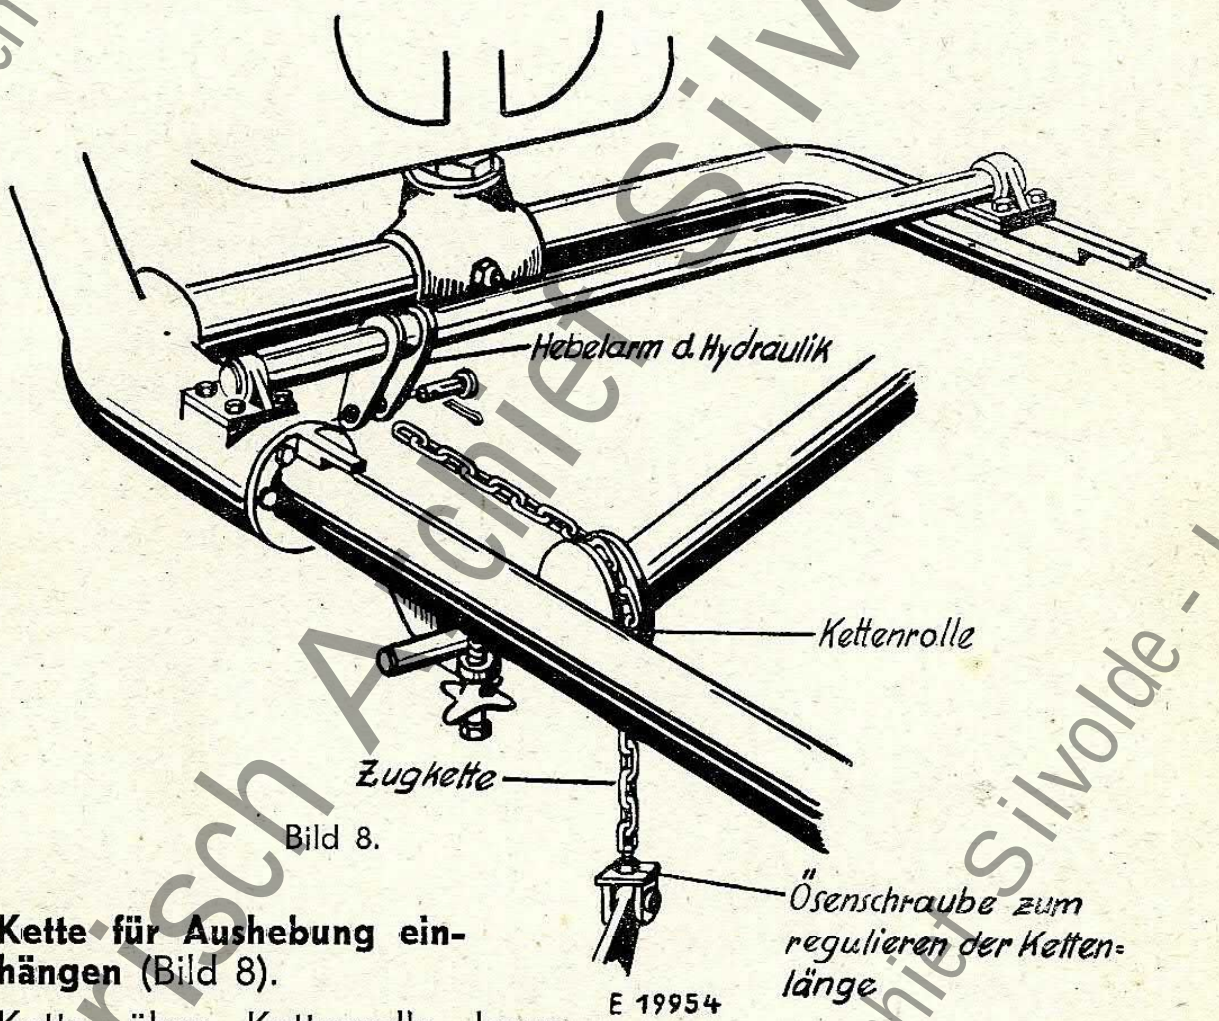

Bild 8.
**Kette für Aushebung einhängen** (Bild 8).